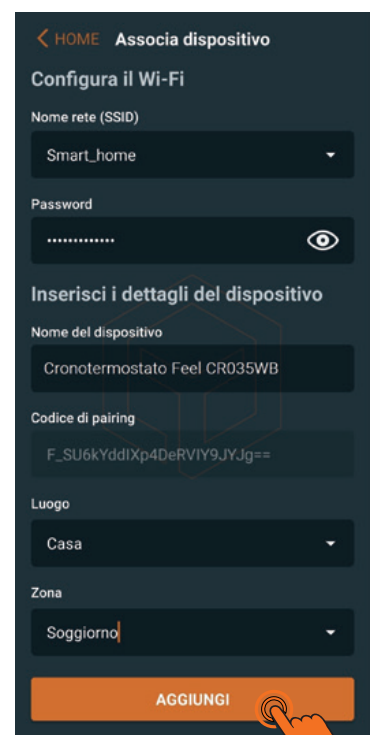

Fig.58
4. Inserire i campi richiesti per completare l'associazione: (Fig.58)
5. Premere "**AGGIUNGI**" per associare il cronotermostato e completare l'operazione (Fig.58).